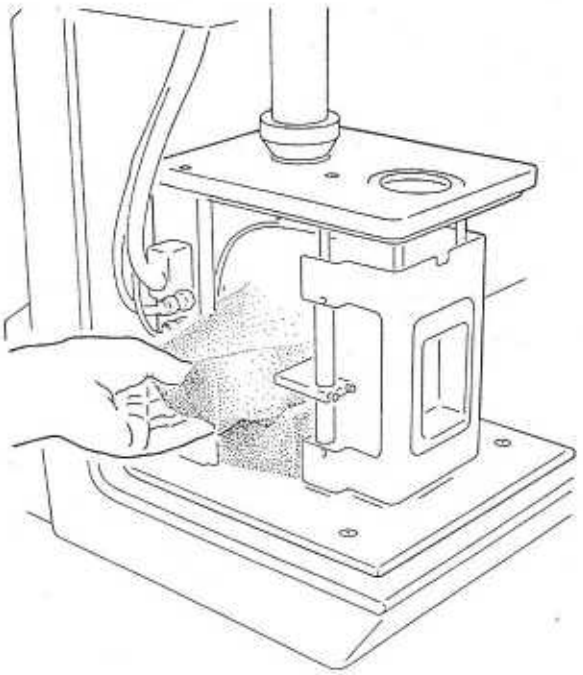

Bild 7
13. Drücken Sie den unteren Schaumstoffklotz ein wenig zusammen, während Sie ihn nach links herausziehen (s. Abb. 7).